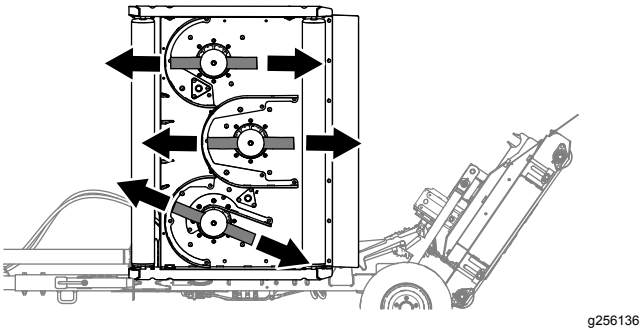

Figur 64
1. Passa in gräsklipparkniven enligt Figur 64.